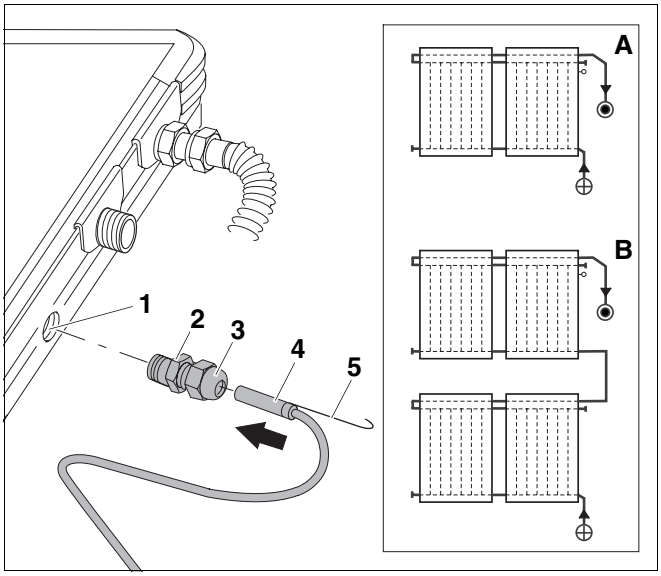

Afb. 69 Collectorvoeler aansluiten
– Inbouwpositie (afb. 69, **pos. A**) bij systemen met één rij collectoren.
– Inbouwpositie (afb. 69, **pos. B**) bij systemen met twee rijen collectoren.
- Druk de warmtegeleidende pasta in de dompelhuls (afb. 69, **pos. 1**).
- Voer de collectorvoeler (afb. 69, **pos. 4**) met de kabel (afb. 69, **pos. 5**) door de klemkoppeling (afb. 69, **pos. 2** en **3**) en schuif de collectorvoeler ca. 170 mm tot aan de aanslag in de dompelhuls (afb. 69, **pos. 1**).
- Schroef het onderste deel van de klemkoppeling (afb. 69, **pos. 2**) in de draad van de dompelhuls (afb. 69, **pos. 1**).
- Trek de klemkoppeling (afb. 69, **pos. 2** en **3**) aan.